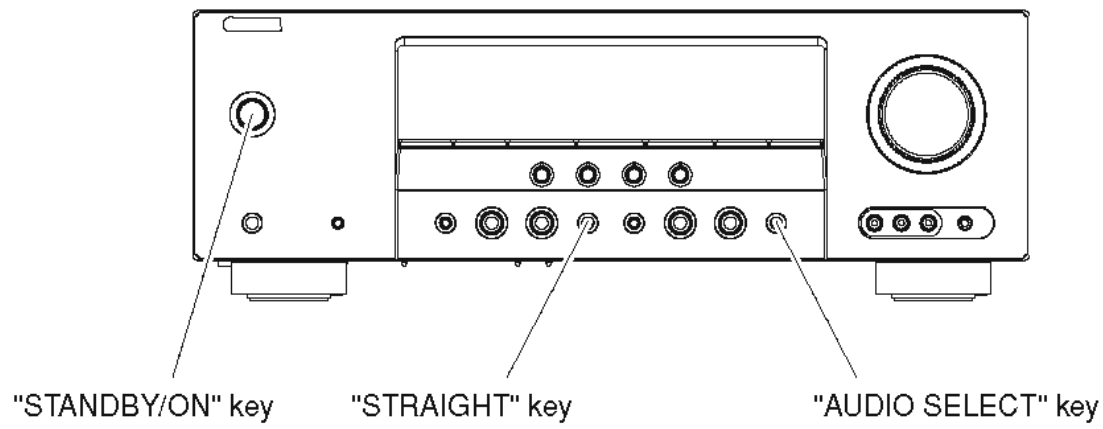

Fig. 5
2. Press the "STANDBY/ON" key while simultaneously pressing the "STRAIGHT" and "AUDIO SELECT" keys. (Fig. 5)
Confirm the displayed firmware version is the same as the written firmware version. (Fig. 5)
2. "STRAIGHT"キーと"AUDIO SELECT"キーを押しながら、"STANDBY/ON"キーを押し、ダイアグを起動します。(Fig. 5)
表示されたファームウェアのバージョンが書き込んだファームウェアのバージョンと同じであることを確認します。(Fig. 5)